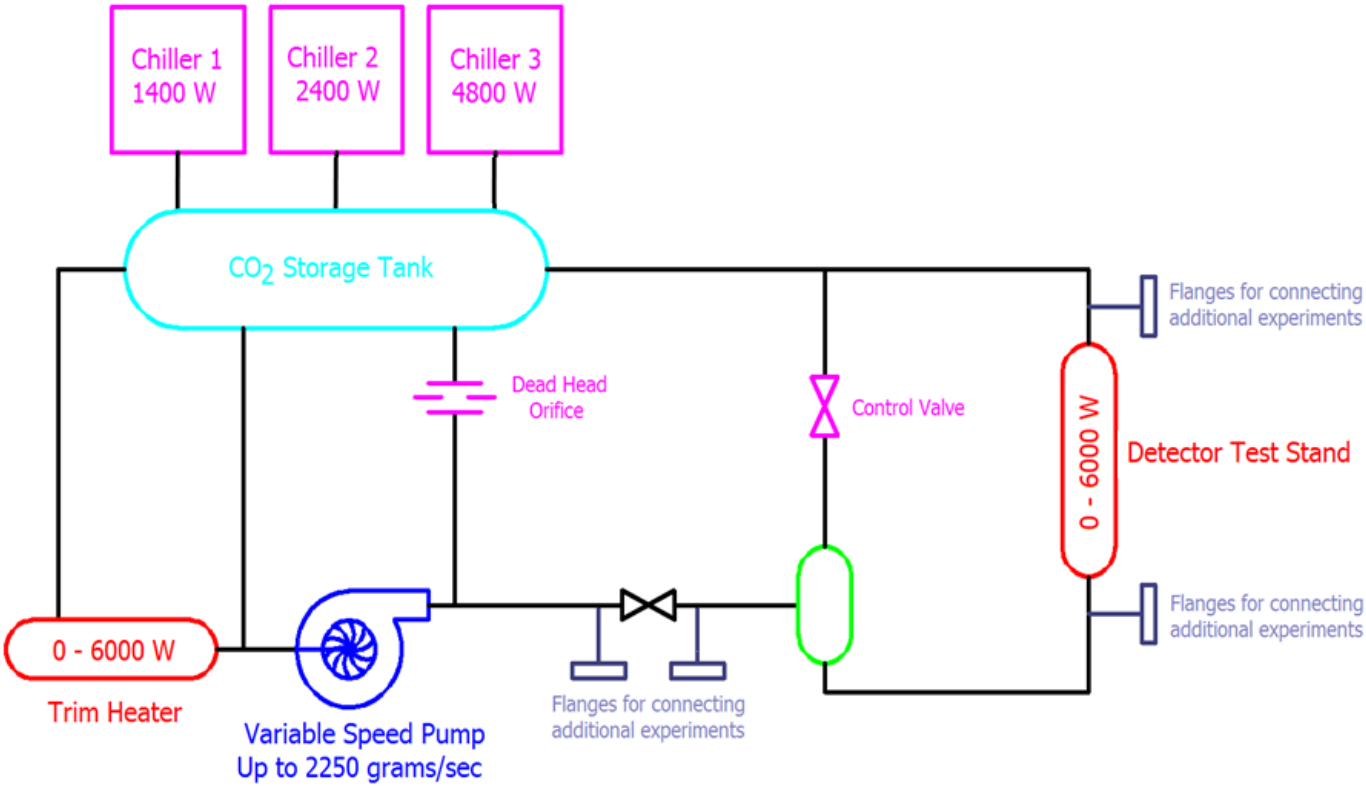

Fig.1 – CMS CO_2 test stand cooling system overview.
The piping in the CMS CO_2 Cooling Test stand is an experimental setup which will be used to transfer liquid, gaseous, and supercritical CO_2 from the storage tank of the system to the CMS detector test stand and back again. The cooling system uses three commercial chillers using R-404a as a refrigerant to cool the 300 lbs. of Carbon Dioxide in the cooling system. The piping network also contains several pressure vessels each of which serve a different purpose for the cooling system. These vessels are all ASME stamped pressure vessels, all of which have been designed and tested to ASME standards. As seen in the Figure 1, the vessels are the STORAGE TANK, HEATER VESSELS (2), and the PHASE SEPARATION TANK. Pressure vessel notes for the four vessels have been completed, reviewed, and approved. Links to Engineering Notes:
A system overview can be seem in Fig.1, which is drawn spatially similar to the piping and instrument diagram which is attached for reference on the following page.